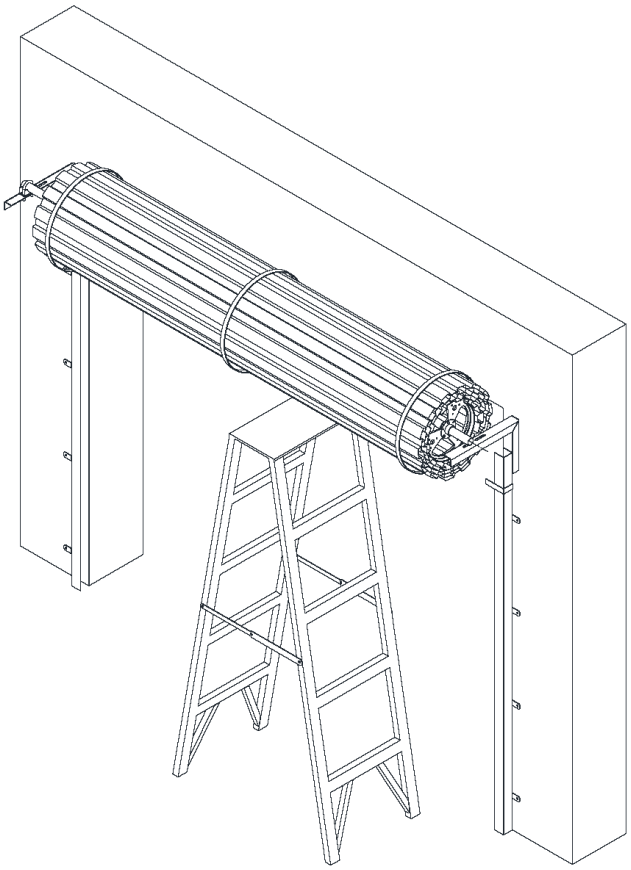

Fig: 2
c) Support the right hand end of the door with a suitable prop, e.g. step ladder and soft padding to protect the door surface *(Fig. 2)*